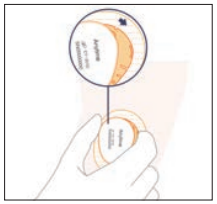

Figura 14 Senzorul în poziție și Aliniați transmițătorul
- Atașați transmițătorul la senzor (Figura 14). Mai întâi, conectați fanta transmițătorului